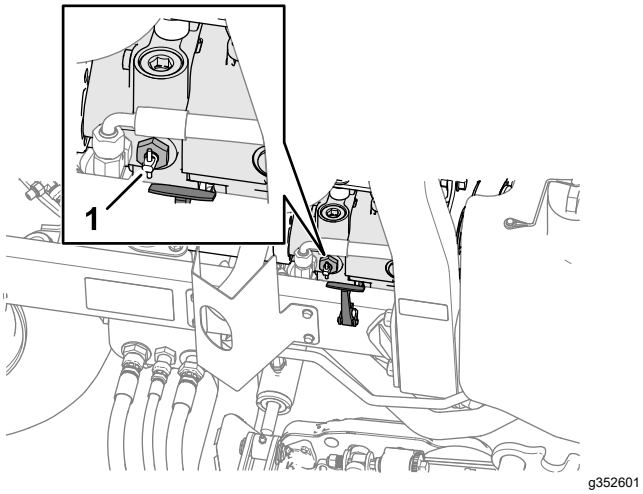

Figur 52
2. Vrid förbikopplingsventilens handtag på pumpen (Figur 52), som sitter nära den högra motorhuvsspärren, i 90°.